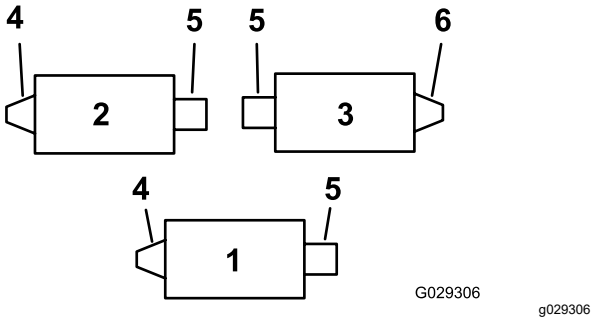
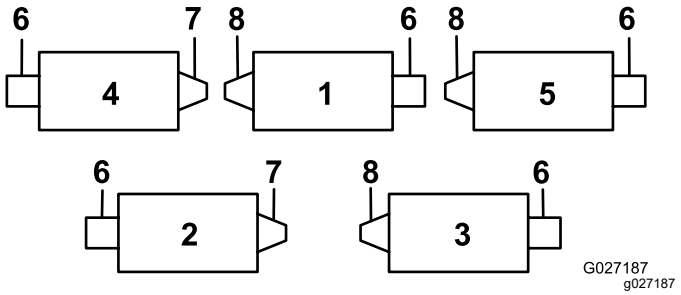
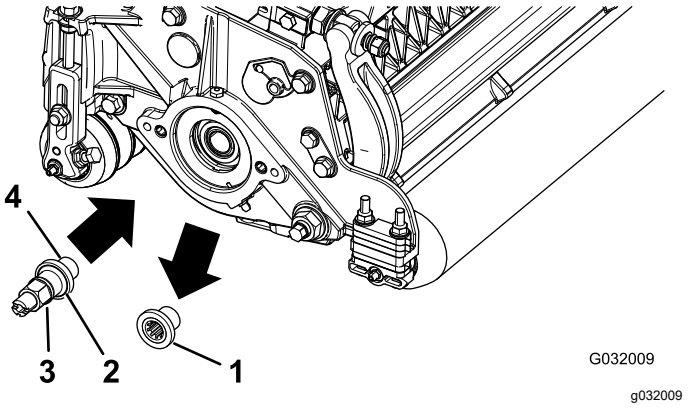

Rysunek 1
Rysunek 2
Rysunek 3
Określ położenie szczotek wałkowych i silników wrzecion, korzystając z Rysunek 1 w przypadku maszyny Reelmaster 3100-D oraz z Rysunek 2 w przypadku maszyny Reelmaster 7000-D.
2. Odkręć gwintowaną wkładkę jednostki tnącej po stronie napędu tylnej szczotki wałkowej (Rysunek 1 oraz Rysunek 2) i wyrzuć ją (Rysunek 3).
Informacja: Wkładki w wersji lewej są przeznaczone do jednostek tnących 1 i 2 w kosiarkach Reelmaster 3100 (Rysunek 1) oraz jednostek tnących 1, 3 oraz 5 w kosiarkach Reelmaster 7000 (Rysunek 2).
4. Nałóż na gwinty wałka napędzającego środek do zabezpieczania gwintów (Rysunek 3) i zamontuj wałek napędzający, dokręcając go z momentem od 115 do 128 N·m.
Informacja: Napędy w wersji prawej występują w jednostce tnącej 3 w kosiarkach Reelmaster 3100 (Rysunek 1) oraz jednostkach tnących 2 i 4 w kosiarkach Reelmaster 7000 (Rysunek 2).
W przypadku napędu szczotki wałkowej od prawej strony (Rysunek 1 oraz Rysunek 2) odwróć zespół jałowego koła pasowego i zamontuj go do **prawej strony** jednostki tnącej (Rysunek 6) w następujący sposób: